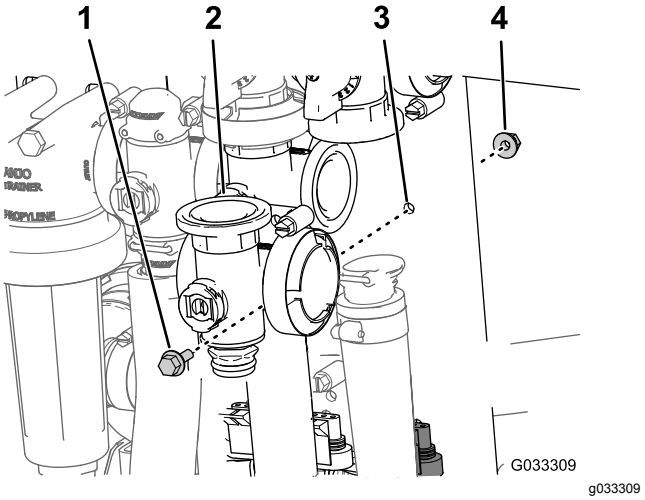

Figur 67
3. Ta bort flänsskruven och flänslåsmuttern som håller fast huvudsprutrampventilen vid ventilfästet, och avlägsna sedan ventilgrenröret från maskinen (Figur 67).